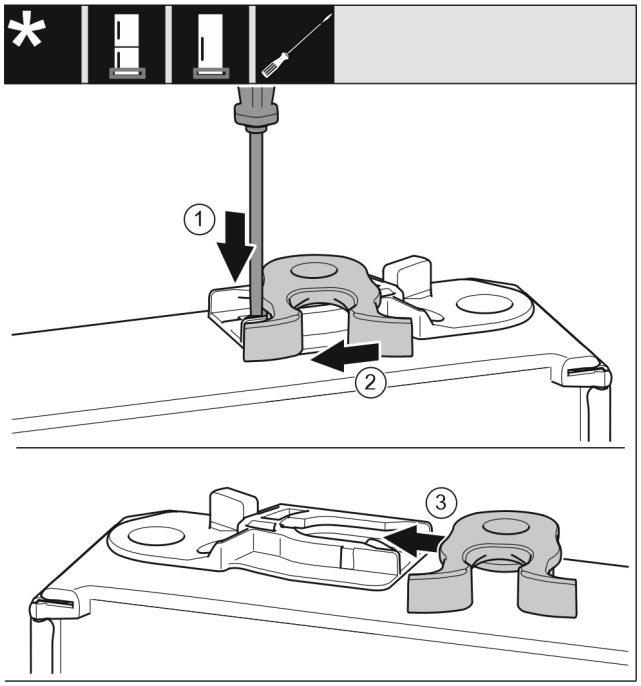

*Fig. 24 **
- ▶ Apăsați în jos eclisa *Fig. 24 (1)* cu șurubelnița plată.*
- ▶ Trageți cârligul de închidere *Fig. 24 (2)* din ghidaj.*
- ▶ Împingeți pe partea opusă cârligul de închidere *Fig. 24 (3)* în ghidaj.*